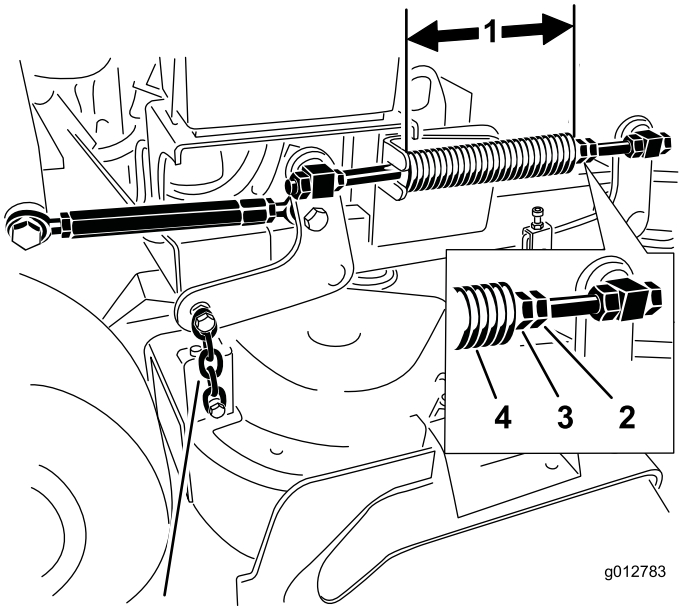

**Figur 87**
2. Kontroller trykfjederens længde. Den nominelle længde er 28,2 cm for 91 cm plæneklipperskjolde og 25,7 cm for 102 cm plæneklipperskjolde (Figur 87).
3. Juster denne afstand ved at løsne fjederkontramøtrikken og dreje møtrikken foran hver fjeder (Figur 87).
4. Lås møtrikken på plads ved at spænde fjederkontramøtrikken (Figur 87).